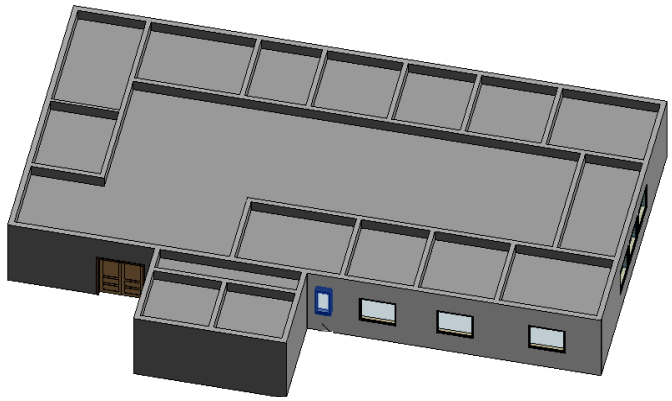

Figure 3-91 *Displaying the ceiling of the Office Building II project*
7. Choose the **Default 3D View** tool from the **3D View** drop-down of the **Create** panel in the **View** tab; the 3D view of the project with the ceiling created is displayed. You can move the cursor over the ceiling of the room to highlight and display it, as shown in Figure 3-91.